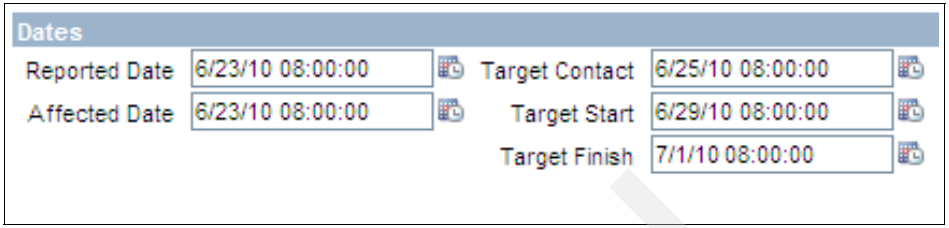

Figure 11-14 Target dates after applying SLA for calendar CALRB01 and shift 12X05-N
Now go back to the SRRB01 Record under Service Request (SP) application, and select **Apply SLA** from the Select Action menu. Because ASSETRB01 does not have a calendar and shift associated, the Location Calendar is used for the calculation of target dates, as shown in Figure 11-14 on page 208.